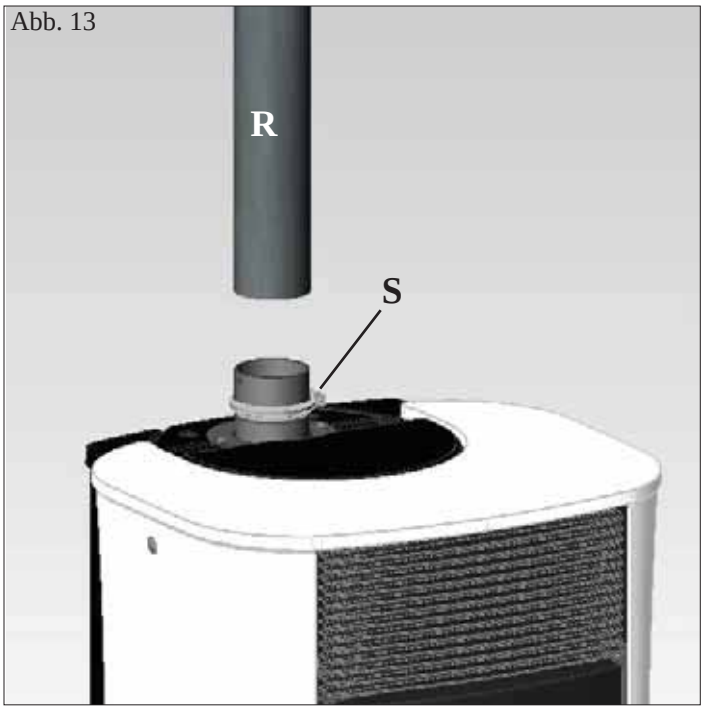

Abb. 13
- Rauchgaskanal aufsetzen (R - Abb. 13) (nicht im Lieferumfang enthalten) und mit einer Schelle befestigen (S - Abb. 13) (nicht im Lieferumfang enthalten).